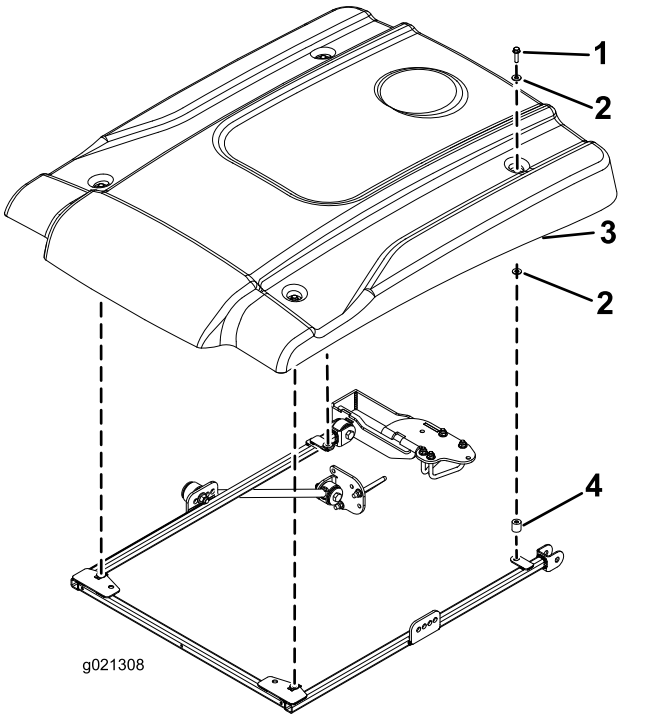

Figura 23
16. Alinee los taladros de montaje y posicione el toldo sobre el bastidor, según se muestra en Figura 23.
17. Sujete provisionalmente cada esquina del toldo al bastidor con un perno con arandela prensada (5/16" x 2¼"), 2 arandelas pequeñas y un espaciador (Figura 23). Coloque una arandela en cada lado del anillo de goma del toldo. Coloque el espaciador entre la arandela pequeña inferior y el bastidor.